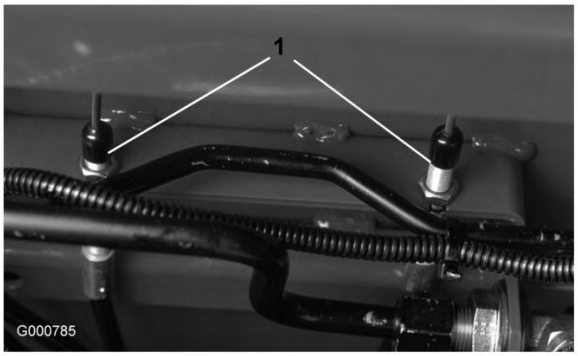

Figura 76
2. Para reduzir a folga dos pedais de travão, aperte-os, libertando a porca dianteira que se encontra na extremidade roscada do cabo do travão (Figura 76). Depois, aperte a porca traseira para deslocar o cabo para trás até que os pedais dos travões apresentem uma folga de 1,25–2,5 cm. Aperte as porcas dianteiras após a conclusão do ajuste.